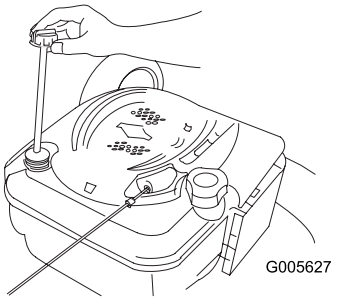

Figur 31
2. Ta bort oljestickan (Figur 31).